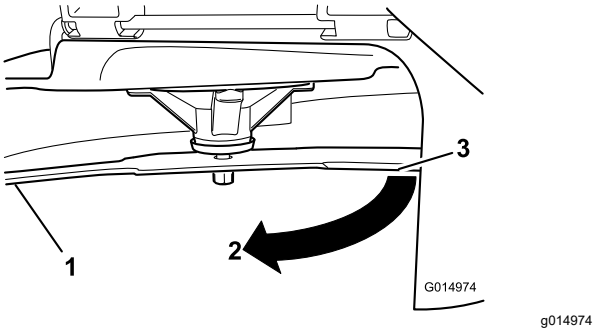

Rysunek 103
3. Zmierzona odległość między ostrzem a powierzchnią (A)
4. Obróć to samo ostrze o 180 stopni tak, aby w pozycji mierzenia znalazła się przeciwległa krawędź tnąca (Rysunek 103).